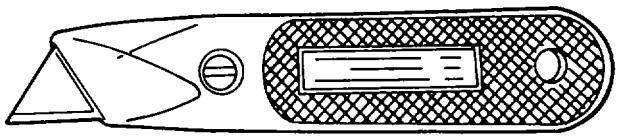

Figure 4-50. Utility Knife
(1) *Utility knife*. The utility knife can be used to cut cardboard, and paper. It has an aluminum handle, and is furnished with interchangeable blades which are stored in the handle. A typical utility knife is shown in figure 4-50.